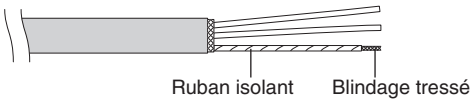

Fig. 4-10
(2) Effilochez le blindage tressé et torsadez le les fils détressées ensemble pour en faire un conducteur. Isolez les fils blindés en les recouvrant d'une gaine isolante ou en les enroulant du ruban isolant. (Fig. 4-10)